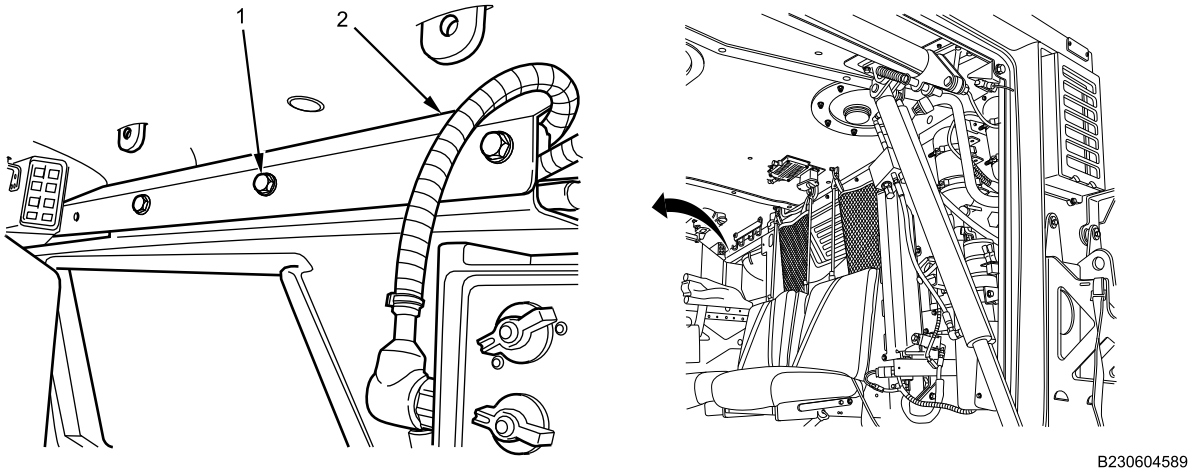

Figure 3. Right Front Cabin Molding.
3. Remove three bolts (Figure 3, Item 1) and three washers from front cabin molding (Figure 3, Item 2). Remove molding.